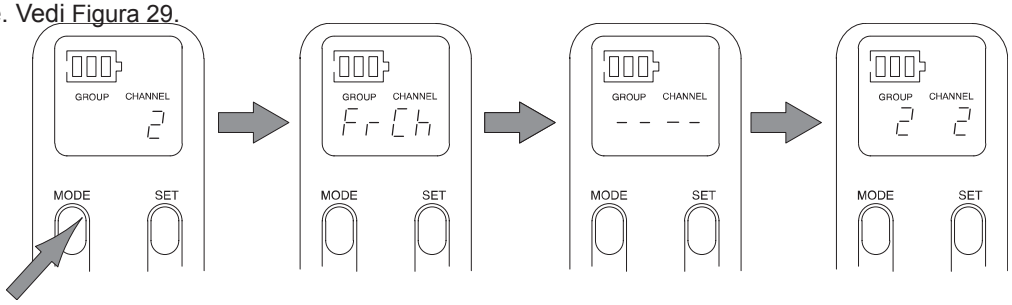

FIGURA 29
6. Premete di nuovo il pulsante MODE per selezionare il nuovo canale. Sul display appare brevemente la dicitura “FrCh” che indica che la frequenza è stata modificata. Quindi appaiono le impostazioni nuove di gruppo e canale. Vedi Figura 29.